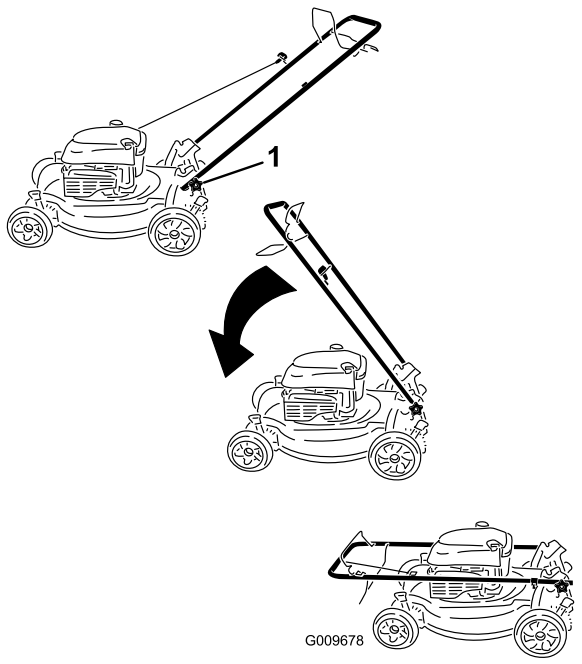

Figure 26
1. Desserrez les boutons du guidon jusqu'à ce que le guidon bouge librement (Figure 26).
1. Bouton du guidon (2)
2. Pliez le guidon en avant de la manière indiquée (Figure 26).